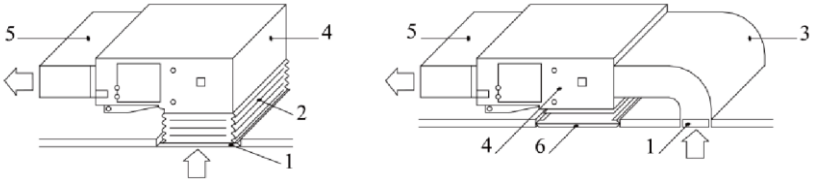

Abb. 12
e) Das Installationsverfahren kann zum Beispiel unter Berücksichtigung des Gebäudezustands und der Wartung gewählt werden, wie in Abb. 12 dargestellt.